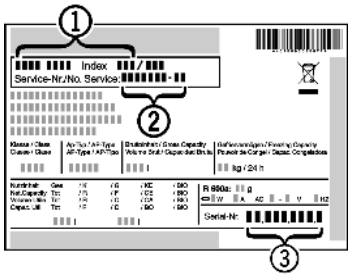

Fig. 20
- Наименование устройства *Fig. 20 (1)*, сервисный № *Fig. 20 (2)* и серийный № *Fig. 20 (3)* считайте с заводской таблички. Заводская табличка находится внутри устройства слева.
- Обратитесь в сервисную службу и сообщите вид неисправности, наименование устройства *Fig. 20 (1)*, сервисный № *Fig. 20 (2)* и серийный № *Fig. 20 (3)*.